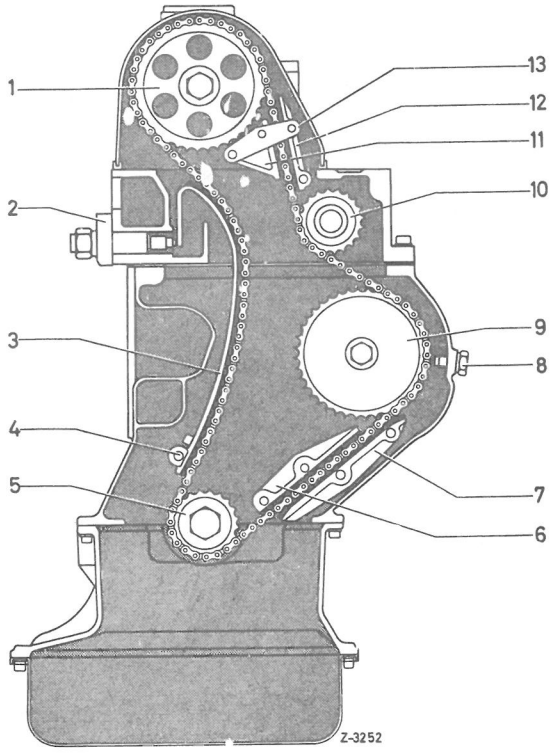

Fig. 05-1/1
I stedet for et kædestrammer-hjul har de ovennævnte motorer en kædestrammerskinne (3) på hvilken kæden glider. Demontering montering af denne spændeskinne sker med påsat topstykke (fig.05-1/1 og 2).